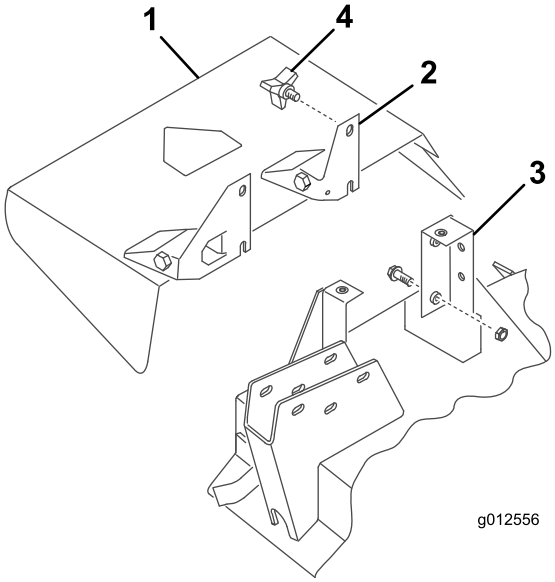

Figur 30
2. Skyv slissene nederst på avlederens vippebrakett opp på boltene på siden av klippeenhetsbrakettene (Figur 30).